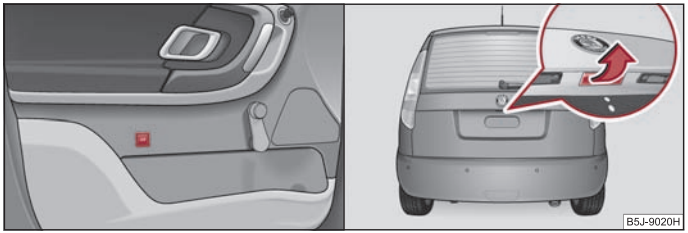

Fig. 28 Unlock the boot lid / handle of the boot lid
– **On vehicles with central locking** unlock the boot lid by pressing the button on the driver door ⇒ fig. 28.
On vehicles with central locking unlock the boot lid by pressing the button on the driver door ⇒ fig. 28.